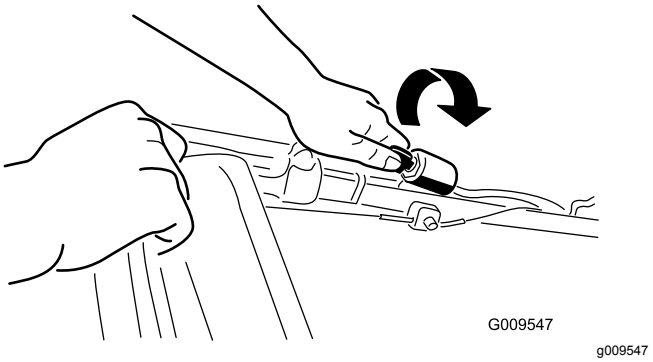
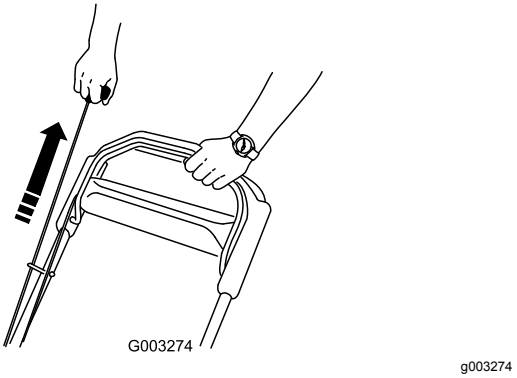

Figur 16
Figur 17
2. Vri om tenningsnøkkelen (Figur 16) eller trekk tilbakespolingshåndtaket (Figur 17).
Merk: Når du drar i tilbakespolingsstarteren, skal du først dra lett til du føler motstand og deretter dra kraftig til (Figur 17). La snoren gå sakte inn på spolen igjen.